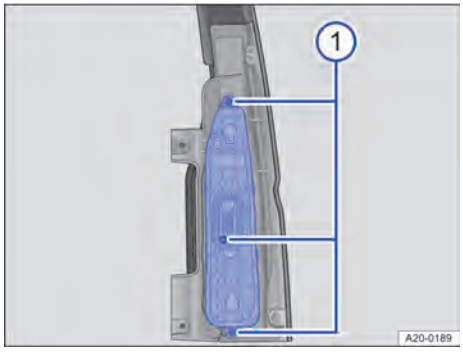

Fig. 195 En el grupo óptico trasero: desmontar el portalámparas.
2. Suelte los tornillos de fijación con un destornillador → Fig. 195 ①. Dado el caso, utilice la punta intercambiable adecuada.
3. Retire el portalámparas → Fig. 195.
1. Coloque el portalámparas en el grupo óptico trasero con cuidado → Fig. 195.
2. Atornille el portalámparas en el grupo óptico trasero con los tornillos de fijación → Fig. 195 ①.